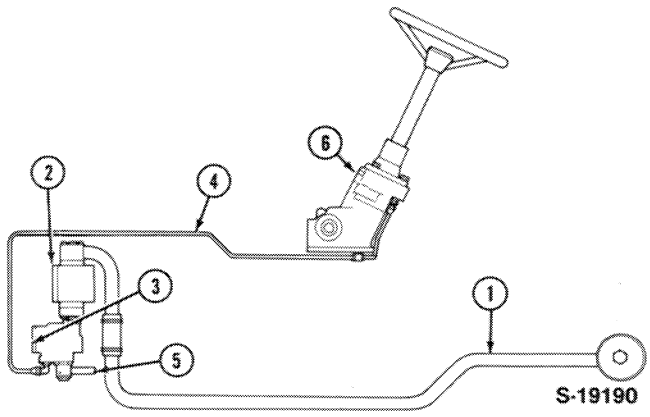

Figure 25
The power steering system is an integral power assist type system. The power steering consists of the integral power assist steering gear assembly (6), hydraulic pump (2) and flow priority valve (3) assemblies, Figure 25.